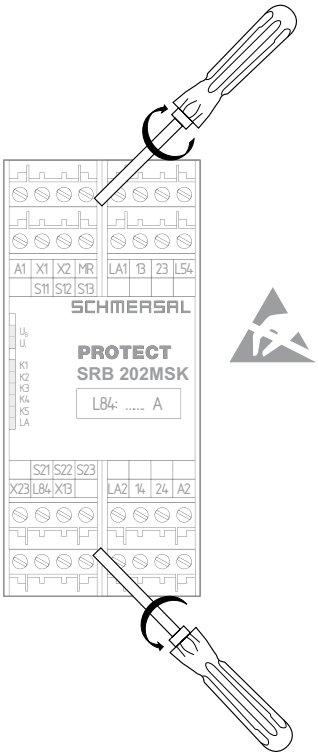

Fig. 3: SRB 202MSK
- Pour configurer la sortie L84, il faut ouvrir le boîtier. Insérez un tournevis dans l'encoche supérieure et inférieure du couvercle et soulevez-le légèrement pour ouvrir le couvercle frontal (Fig. 3 et 4). Les conditions ESD doivent être remplies lorsque le couvercle frontal est ouvert. Après le réglage, le couvercle frontal doit être réinstallé.